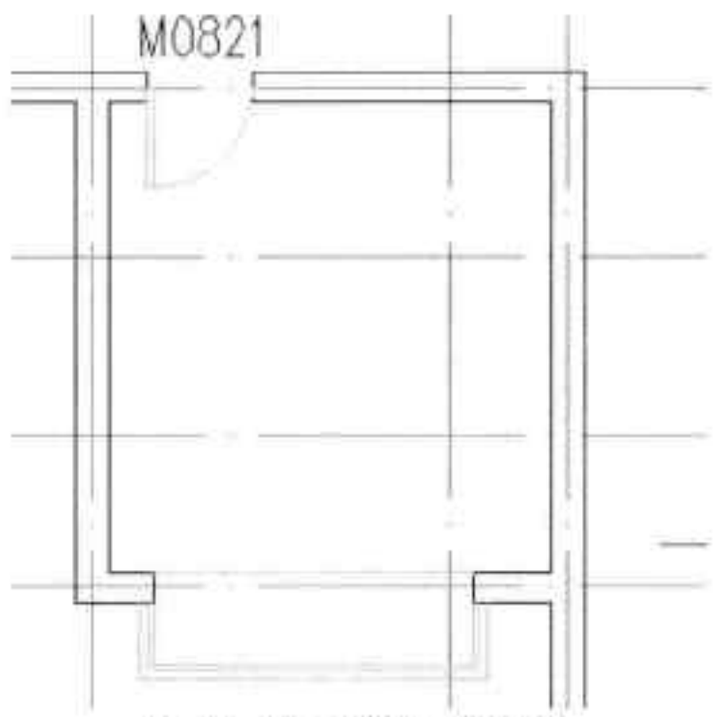

图16-89 绘制凸窗图块
Step 25 在绘图区域中，指定好凸窗的位置，完成凸窗图块的绘制操作，如图 16-89 所示。